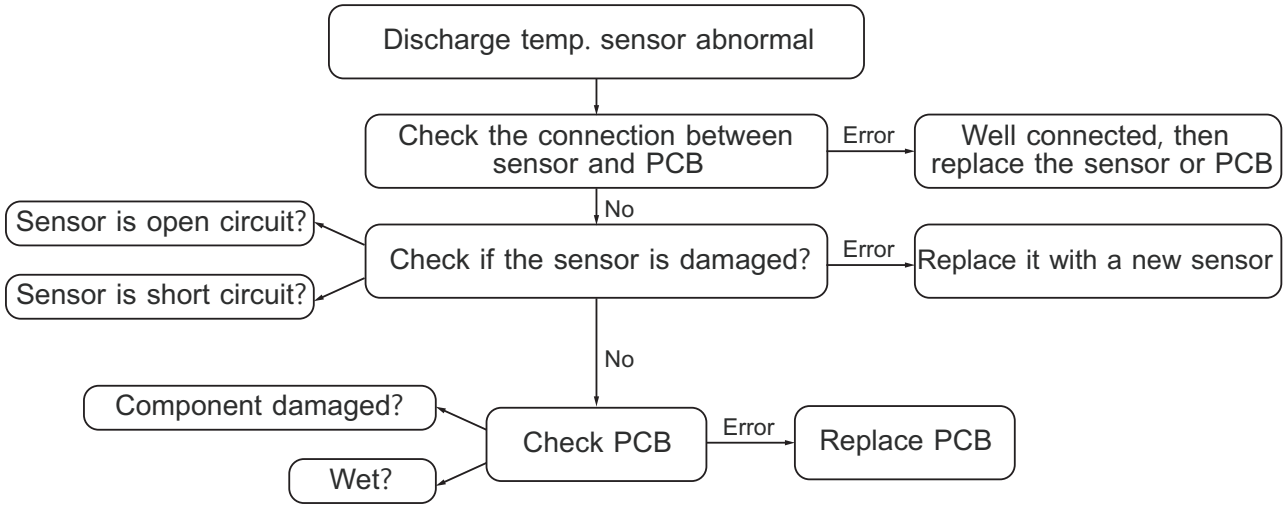

Figure 16.5 T5 Discharge Temperature sensor error
- T5- Compressor exhaust temperature(Figure 16.5)